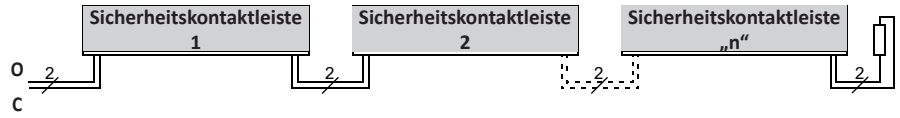

Bild 2: Verschaltung mehrerer Sicherheitskontaktleisten
8.2 Anschluss von mehreren Sicherheitskontaktleiste pro Signalgeberkreis (Bild 2)
An dem Signalgebereingang ***O*** bzw. ***C*** können ein oder mehrere Sicherheitskontaktleisten angeschlossen werden. Hierfür werden die einzelnen Sicherheitskontaktleisten entsprechend Bild 2 in Serie geschaltet.